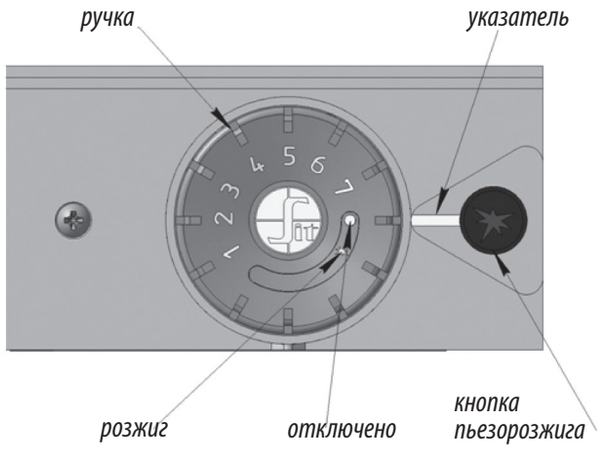

Рис.3. Элементы управления на газовом блоке 630 EUROSIT.
- установить ручку газового блока в положение «Отключено» (см. рис.3);
ВНИМАНИЕ! Для повторного розжига котла с газовым блоком 630 EUROSIT необходимо установить ручку в положение «Отключено» (см. рис.3), а только затем повернуть ручку газового блока в положение «Розжиг».